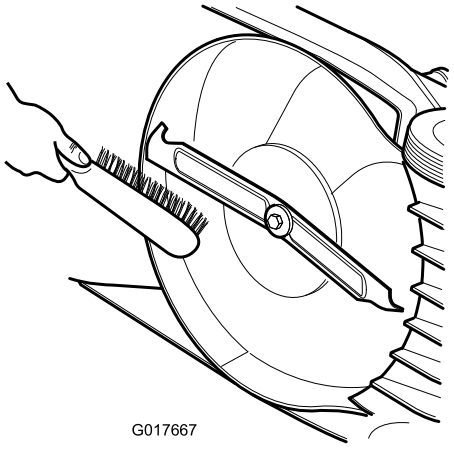

Bild 16
- Reinigen Sie die Unterseite des Mähwerkgehäuses. Entfernen Sie die Schmutz- und Schnittgutrückstände mit einem Hartholzschaber bzw. einer Bürste (Bild 16).